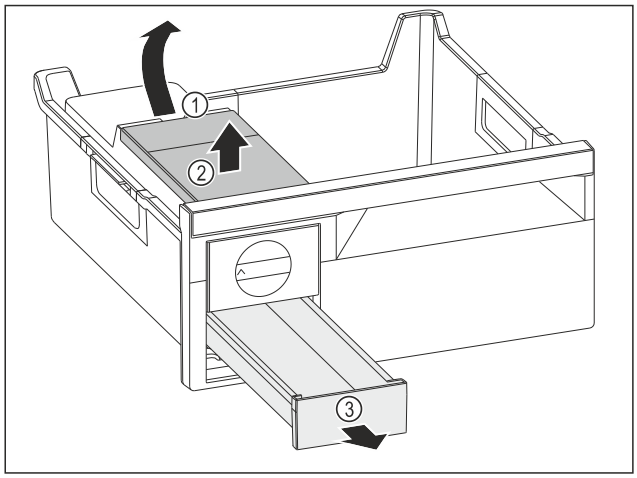

Fig. 143
- ▶ Removing the water tank: Lift the water tank by the recess *Fig. 143 (1)*.
- ▶ Remove the water tank *Fig. 143 (2)* upwards.
- ▶ Remove the ice cube drawer *Fig. 143 (3)* to the front.